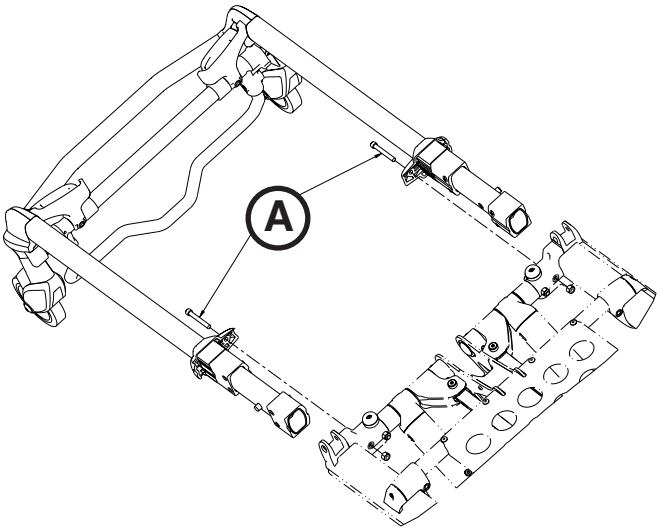

rys. 73
2. Za pomocą klucza kombinowanego 7/16 cala i klucza imbusowego 3/16 cala wykręcić dwie śruby (A) mocujące łożyska (po jednej z każdej strony) zaślepki siłownika do wspornika łączącego podstawy blatu noszy (rys. 73).